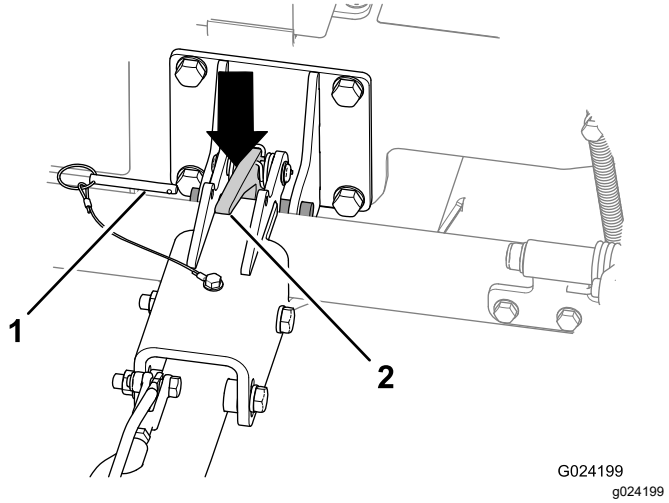

Rysunek 21
2. Wysunąć kołek zabezpieczający (Rysunek 21).
4. Nacisnąć na zaczep haka, aby odblokować hak (Rysunek 21).